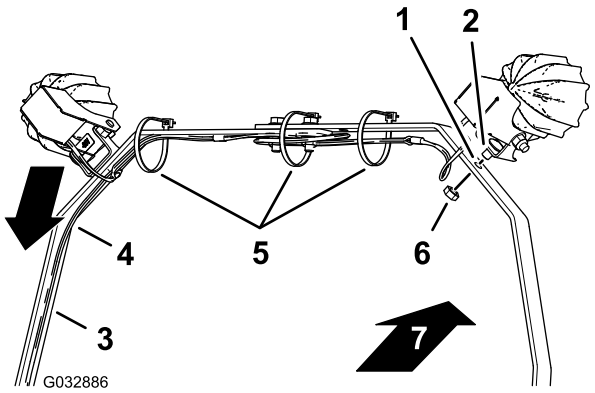

Figura 12
1. Allineate l'impianto delle luci con le lenti delle luci verso la parte anteriore della macchina (Figura 12).
2. Allineate il cablaggio lungo la cinghia della barra luci sinistra, come illustrato nella Figura 12.
3. Allineate il bullone a testa tonda corto che avete montato sulla staffa di supporto per la luce LED con il foro nella cinghia della barra luci (Figura 12).
4. Montate la luce LED e il bullone a testa tonda corto sulla cinghia della barra luci con un dado (Figura 12).
7. Fissate il cablaggio preassemblato sulle cinghie della barra luci con fascette per cavi, come illustrato nella Figura 12.